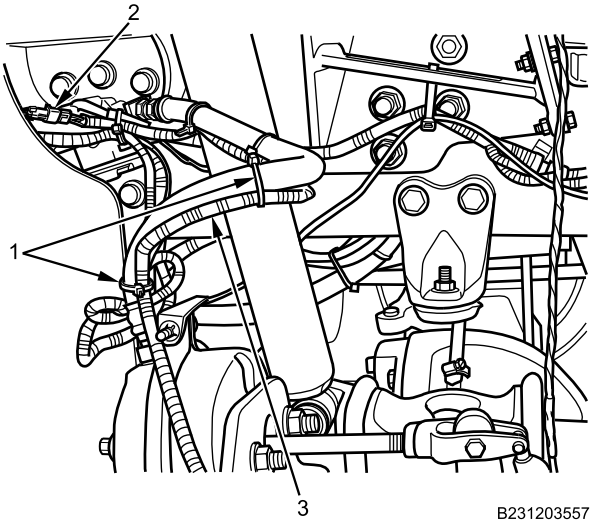

Figure 4. Cable Lock Straps.
1. Install and route ABS sensor harness (Figure 4, Item 3) with new cable lock straps (Figure 4, Item 1) in locations noted during removal, and connect ABS sensor connector (Figure 4, Item 2).